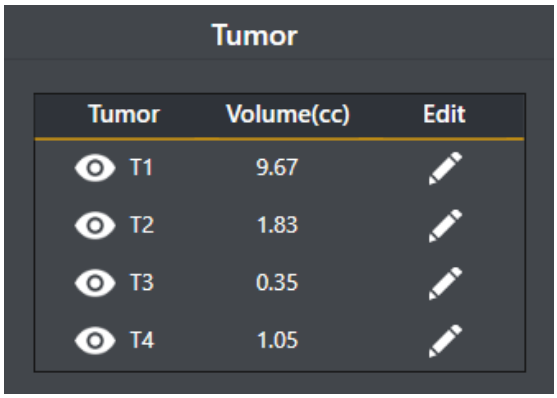

Figure 6.19 *Tumor Enable/Disable and Edit*
11. Segmented Tumor volume is displayed as shown in the above figure 6.19